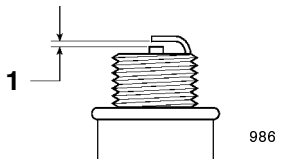

**Figure 38**
4. Set the gap on the new plug as shown in Figure 38.